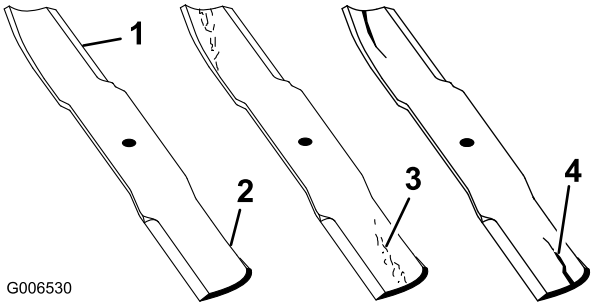

Figur 81
1. Efterse skærekanterne (Figur 81).
2. Efterse knivene, især det buede område (Figur 81).
Hvis kniven er beskadiget eller slidt, eller hvis der er antydning af en revne i dette område (Figur 81), skal du straks montere en ny kniv.